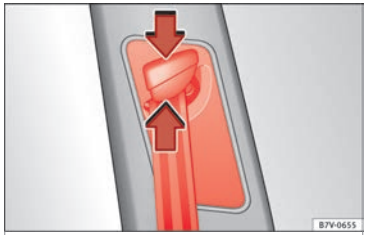

Bild 91 Bredvid framsätena: höjdreglage för säkerhetsbältet
- Håll riktningsenheten intryckt i pilens riktning ››› **bild 91**.